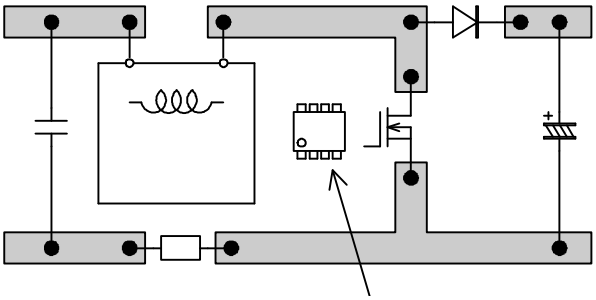

Fig.32 Bad example (2)
- IC is placed just beside the inductor, MOSFET or diode. (Fig. 32)